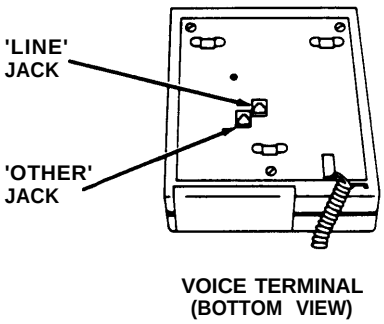

Figure 4
5. Using the D8AC Cord supplied with the adapter, connect the adapter to the “OTHER” jack on the bottom of the voice terminal (see Figure 4).